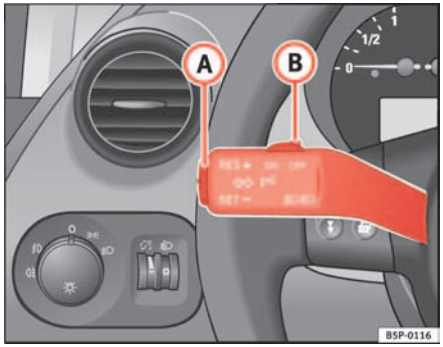

Fig. 141 Turn signal and main beam lever: switch and rocker switch for CCS
– Press the upper part of the rocker switch **RES** ⇒ fig. 141 (A) to increase the speed. The vehicle will continue to accelerate for as long as you keep the rocker switch pressed. When you release the switch, the new speed is stored.
Control of the set speed is switched off if you reduce speed by depressing the brake pedal. You can reactivate the regulator by pressing once on the upper part of the rocker switch **RES+** ⇒ fig. 141 (A).